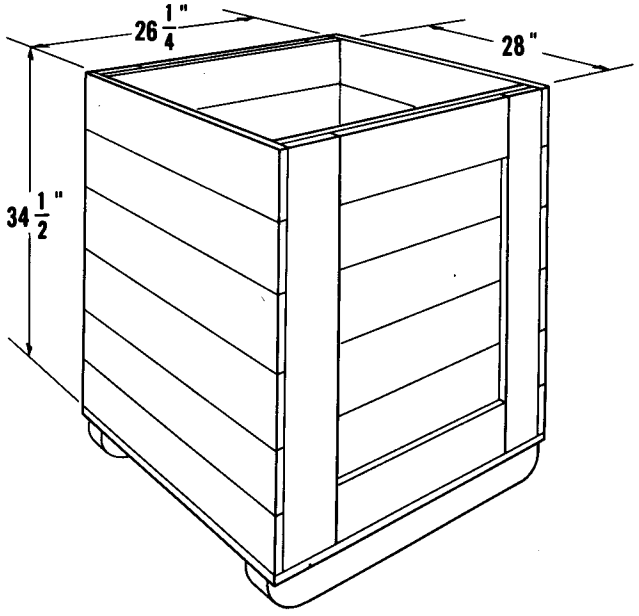

Figure 1-32C. Central Transmission Wooden Shipping Container
1-106. CONSTRUCTION. (See figures 1-32C and 1-32D.) Wooden shipping containers may be constructed in the following manner:
b. Construct the two ends to the width and height shown in figure 1-32C.